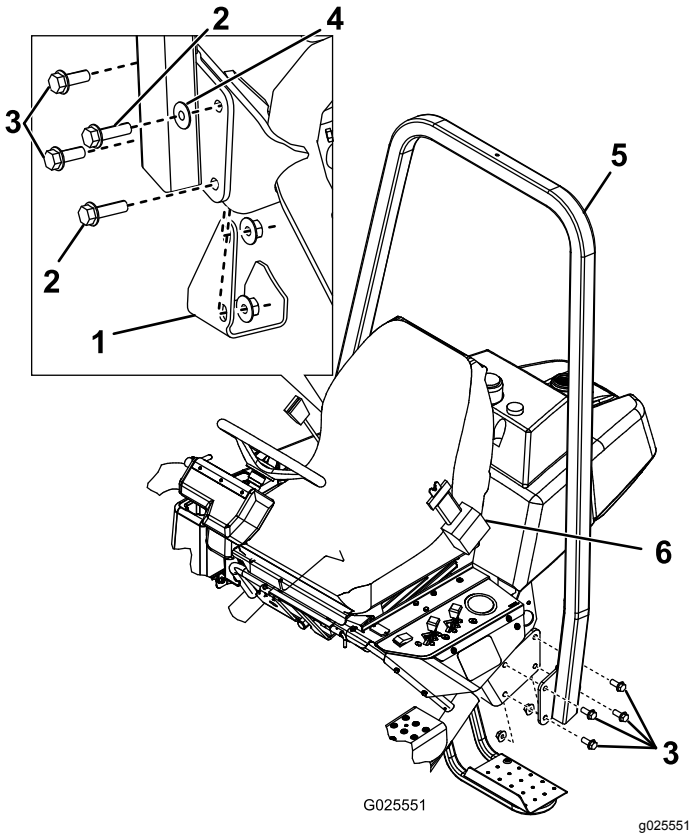

**Figur 6**
2. Senk veltebeskyttelsesrammen (Figur 6) ned på monteringsbrakettene, og rett inn monteringshullene.
3. Fest venstre side av veltebøylen til monteringsbrakettene med fire bolter (1/2 x 1,5 tomme) og låsemuttere (Figur 6). Stram til festene med et moment på 91–115 N·m.
4. Fest høyre side av veltebøylen og den tidligere fjernede jekkputen til monteringsbrakettene med to bolter (1/2 x 1,5 tomme), to bolter (1/2 x 1,75 tommer), én skive og låsemutre som vist i Figur 6. Stram til festene med et moment på 91–115 N·m.
***Viktig:*** **Sørg for at du monterer hylsene i hullene på styrarmene, som vist i Figur 6.**